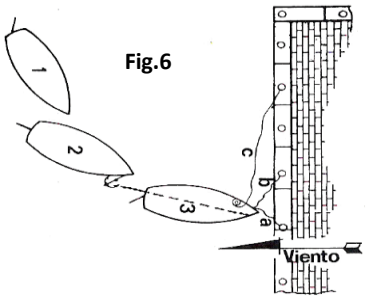

Fig.6
b) ATRAQUE CON VIENTO FUERTE DE TIERRA ESTANDO POPA A LA SALIDA (Fig.6)